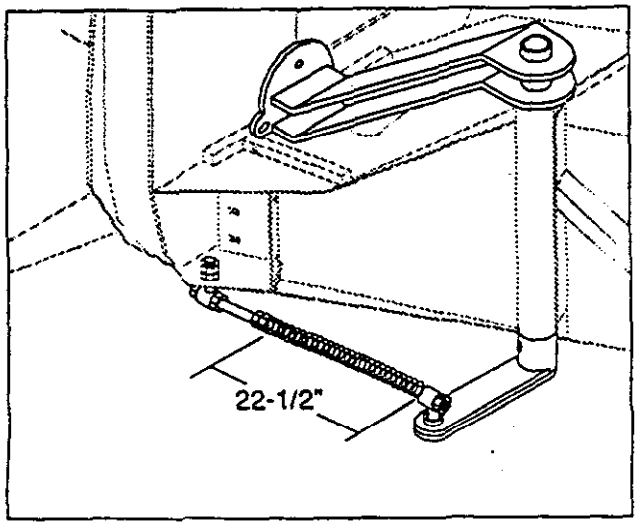

Figure 13
FEED ROLLER SPRING TENSION (Fig. 13)
2. The five springs when compressed should maintain 22-1/2"to keep the proper tension on the feed roller (Fig. 13).